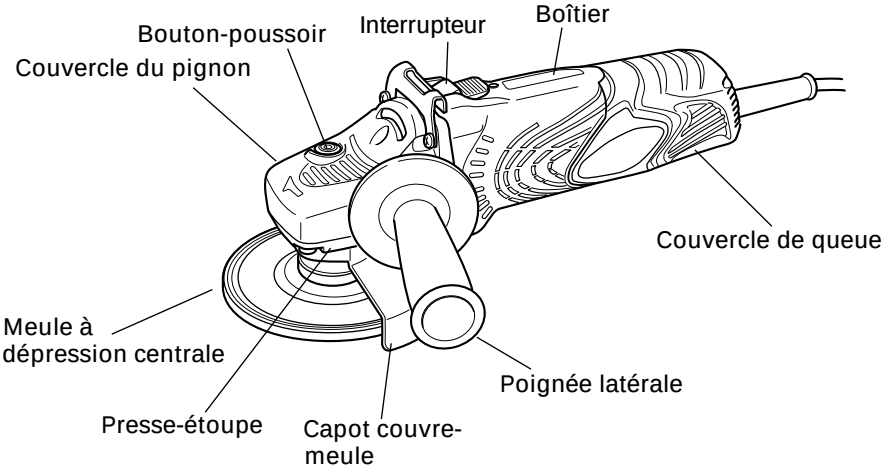

Fig.1
1. Maintenir la meuleuse fermement par son boîtier et sa poignée secondaire (Fig. 1).